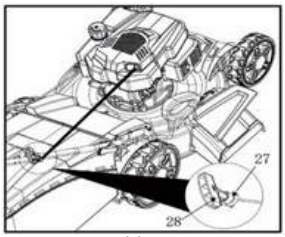

Abb. 12
3. Hängen Sie den Startergriff (28) nach Gebrauch immer am Haken (27) auf, der sich auf der rechten Seite des oberen Griffs (2) befindet (Abb. 12).